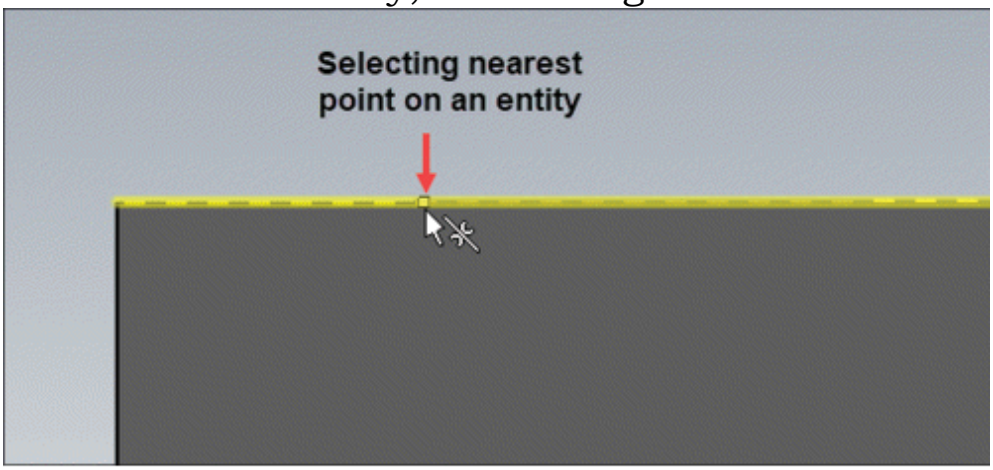

Figure-31. Selecting nearest point on an entity
- Select the **Nearest** option from the drop-down to select a point near selected entity; refer to Figure-31.